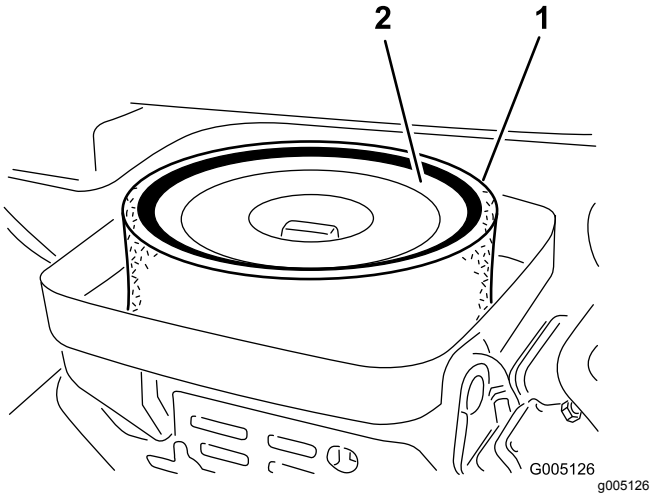

**Figur 40**
3. Ta bort vingmuttern som fäster delarna vid luftrenarhuset (Figur 40).
4. Ta bort skumgummidelen från pappersinsatsen om den är smutsig (Figur 40). Rengör den ordentligt på följande sätt: